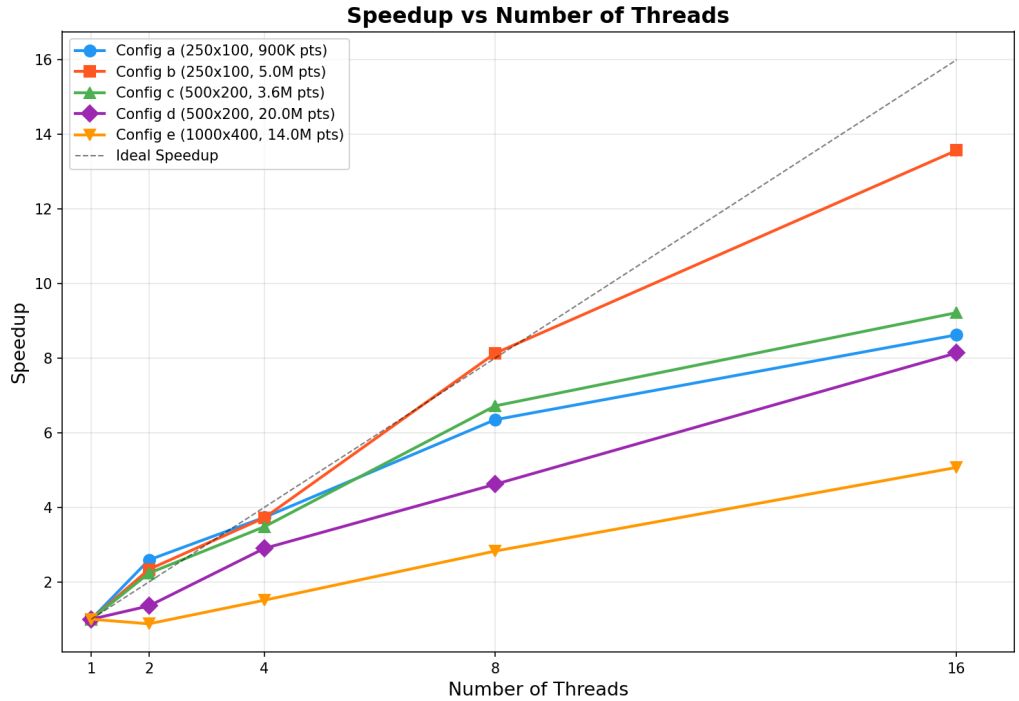

Figure 1: Speedup vs Number of Threads (HPC Cluster). Config b (5M points, small grid) achieves near-ideal 13.57× speedup at 16 threads.
- Figure 1: Speedup vs Cores (HPC Cluster)